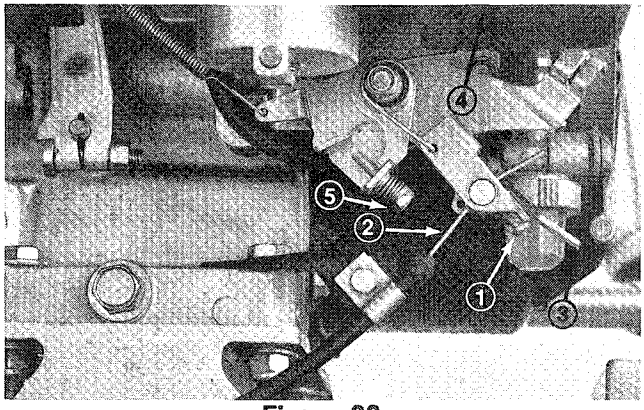

Figure 38
2. Loosen screw securing throttle cable to carburetor arm (Fig 38).